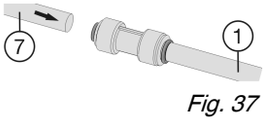

*Fig. 37*
- ▶ Raccorder les rallonges de tuyaux fournies *Fig. 37 (1)*aux tuyaux de l'appareil *Fig. 37 (7)*:enfoncer les tuyaux de l'appareil jusqu'à la butée (env. 25/32 " (20 mm)) dans les connecteurs.